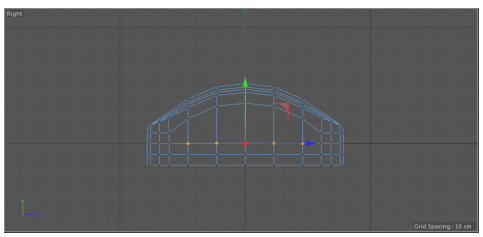

Figure 3-45 *Scaling and moving the points of Computer mouse*
34. Invoke the **Scale** tool from the Command Palette. Scale the selected points downward along the Y-axis and then move them downwards to get a straight line in the Right viewport, as shown in Figure 3-45.